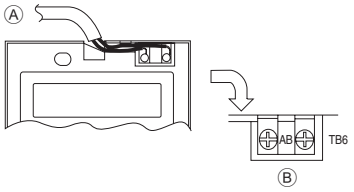

Fig. 6-4
2) Procedimientos de conexión (Fig. 6-4)
① Conecte el cable del control remoto en el bloque de terminales.